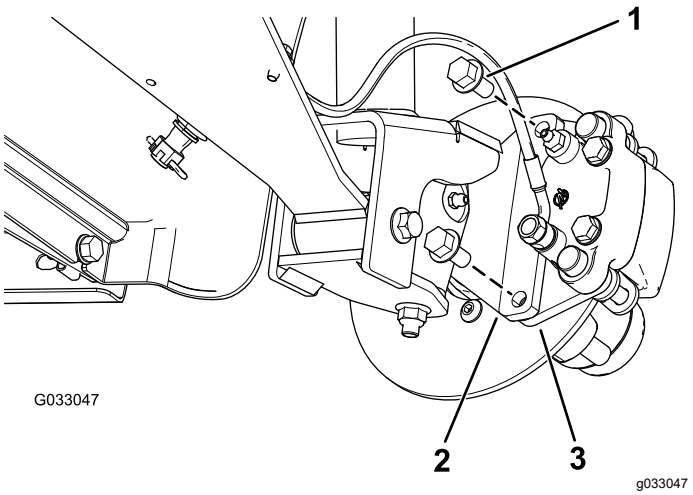
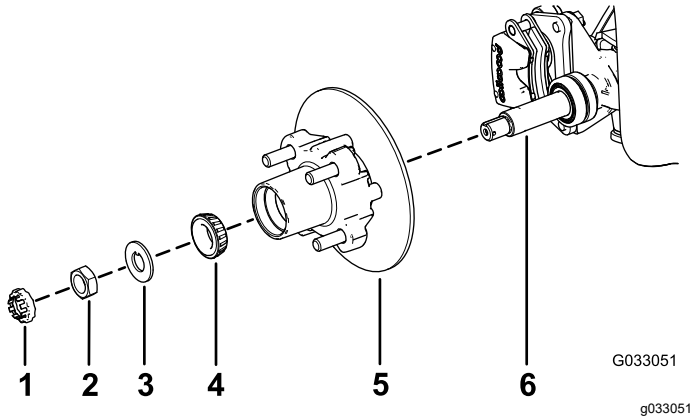

Figur 24
Figur 28
3. Fjern flangehovedboltene (⅜" x ¾"), der holder beslaget til bremsesamlingen fast på spindlen, og adskil bremsen fra spindlen (Figur 24).
1. Påfør et lille lag af det anførte smøremiddel på spindlen (Figur 28).
2. Monter nav og rotor på spindlen med rotoren indvendigt (Figur 28).
3. Monter det udvendige leje på spindlen og sæt lejet på plads i relation til den udvendige lejeløbering (Figur 28).
4. Monter tapskiven på spindlen (Figur 28).
5. Skru spindelmøtrikken på spindlen, og tilspænd møtrikken med et moment på 15 Nm, mens navet roteres, så lejet indstilles (Figur 28).
2. Ret bremseklodserne ind på hver side af rotoren (Figur 24), og ret hullerne i kaliberbeslaget ind efter hullerne i bremsemonteringen på spindelrammen (Figur 28).
3. Fastgør kaliberbeslaget til spindelrammen (Figur 24) ved hjælp af de 2 flangehovedbolte (⅜" x ¾").